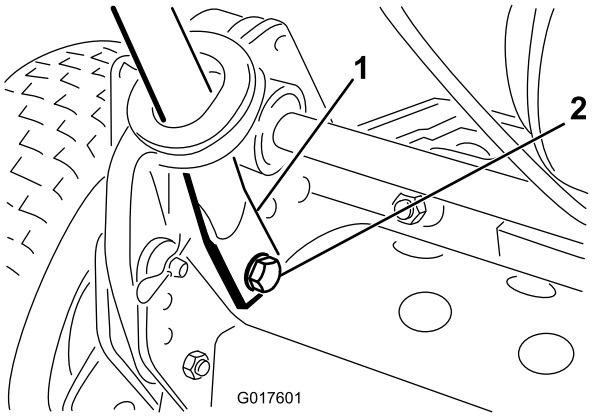

Figura 4
4. Faça força para dentro nas extremidades do manípulo e instale-as nos pinos de montagem (Figura 4).
5. Prenda as extremidades do manípulo nos pinos de montagem com os parafusos, anilhas e anilhas de bloqueio fornecidos (Figura 4).
6. Prenda a parte inferior dos braços do manípulo a cada lado do cortador com os parafusos e porcas de bloqueio previamente retirados (Figura 4). Assegure que instala os casquilhos nos furos de montagem do braço do manípulo.
7. Prenda os braços do manípulo à parte posterior do chassis com os pinos de segurança e ganchos de anel previamente retirados (Figura 4).